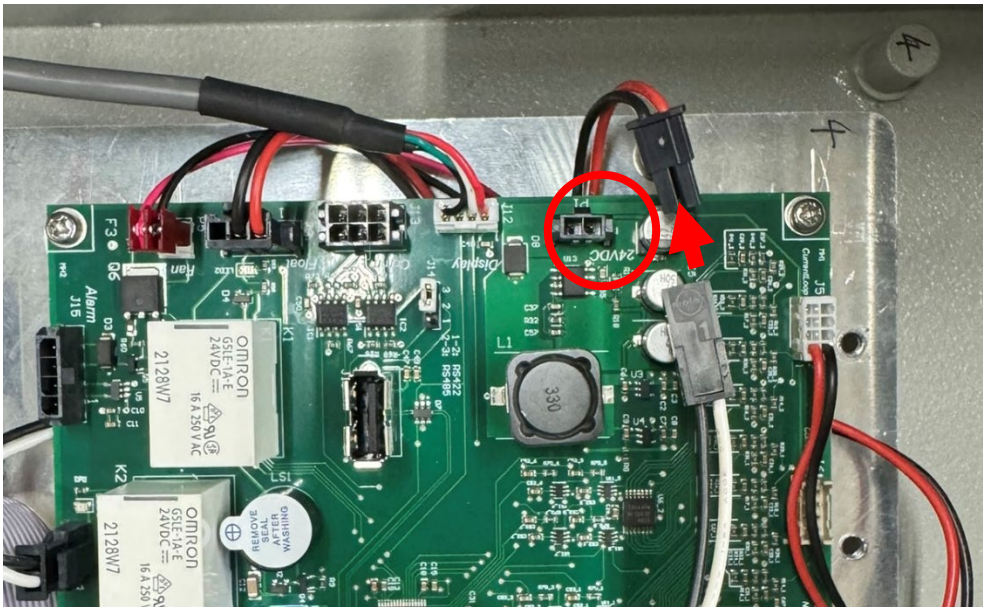

Figure 2.
1. Locate the 24V connector on the main board. Figure 2.
2. Connect the female two-pin connector on the 24V Modbus adapter cable to the male 24V cable from the main board. Figure 2.